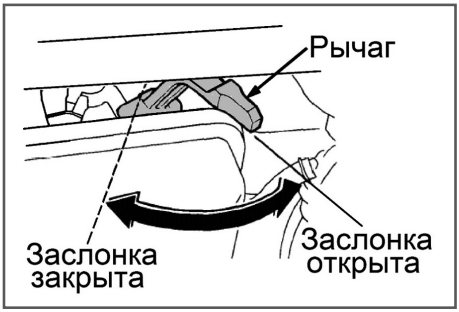

Рис. 10 Рычаг управления воздушной заслонкой
2. Закройте воздушную заслонку карбюратора. Для этого переведите рычаг управления воздушной заслонкой в крайнее левое положение (Рис. 10).